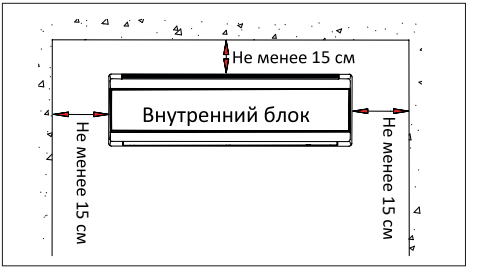

Рисунок 1
- Проверьте расстояния для установки, как показано на рис. 1.